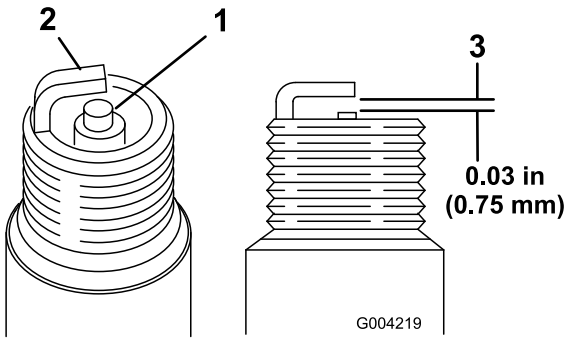

**Figuur 50**
1. Bekijk de binnenkant van de bougies (Figuur 50). Als de isolator lichtbruin of grijs is, werkt de motor naar behoren. Een zwarte laag op de isolator duidt meestal op een vuil luchtfilter.
2. Controleer de afstand tussen de centrale elektrode en de massa-elektrode (Figuur 50).
3. Verbuig de massa-elektrode (Figuur 50) om de juiste afstand in te stellen indien dit nodig is.